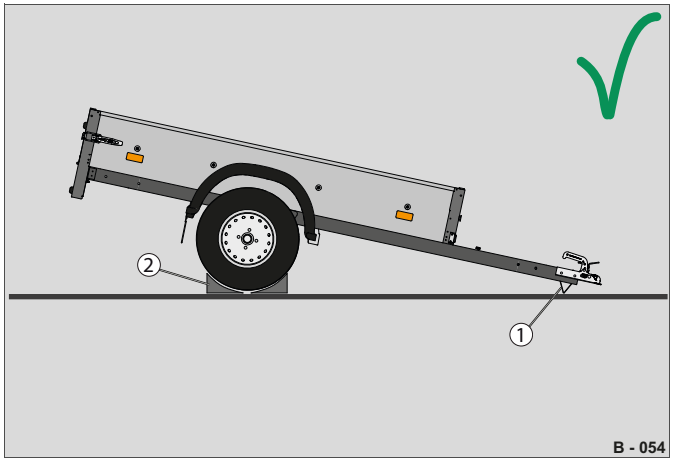

Abb. 96 Přívěs nebrzděný
- ▶ Odstavte přívěs – při delším odstavení – na podpěru oje (Abb. 96/1).
- ▶ Zakládací klíny (Abb. 96/2) zasuňte pod kola.